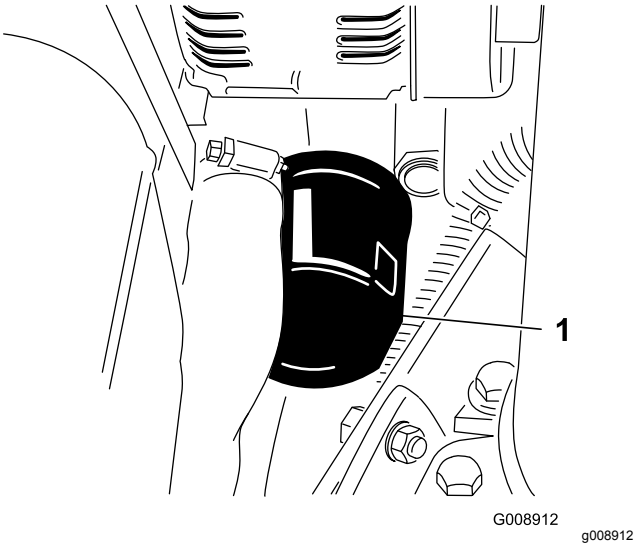

**Figuur 36**
3. Verwijder het oliefilter (Figuur 36).